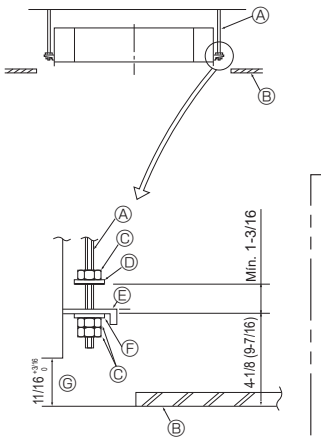

Fig. 3-6
3.6. Procedimientos de suspensión de la unidad (Fig. 3-6)